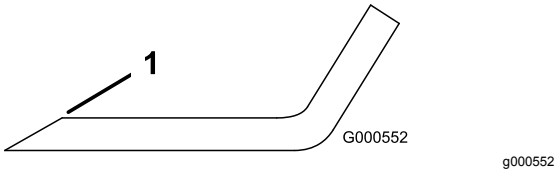

**Figur 57**
1. Anvend en fil til at slibe begge ender af skærekniven (Figur 57).
**Bemærk:** Hvis kniven ikke er afbalanceret, skal der slibes lidt mere metal af sejlområdet (Figur 57).